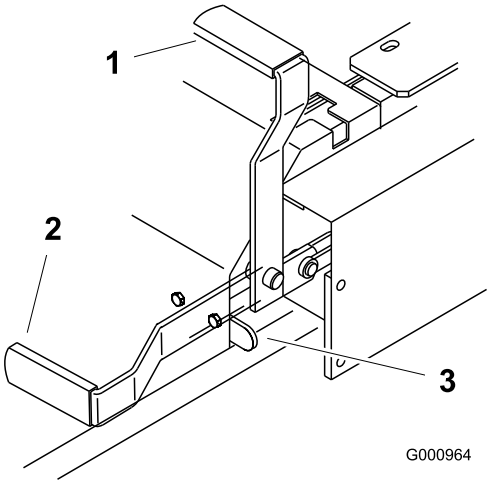

Figur 12
2. Trekk parkeringsbremsespaken tilbake og opp for å sette parkeringsbremsen (Figur 12). Parkeringsbremsespaken skal stå godt fast i tilkoblet stilling.
Skyv parkeringsbremsespaken fremover og ned for å frigjøre parkeringsbremsen (Figur 12). Parkeringsbremsen deaktiveres og spaken hviler mot bremsestopperen.